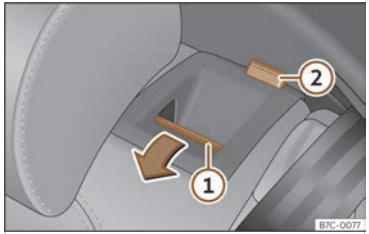

Fig. 98 Banquette arrière : rabattre le dossier.
- Appuyez sur la touche de déverrouillage ››› fig. 98 ① vers l'avant en rabaissant simultanément le dossier. Le dossier arrière est déverrouillé lorsqu'un repère rouge est visible sur la touche ②.